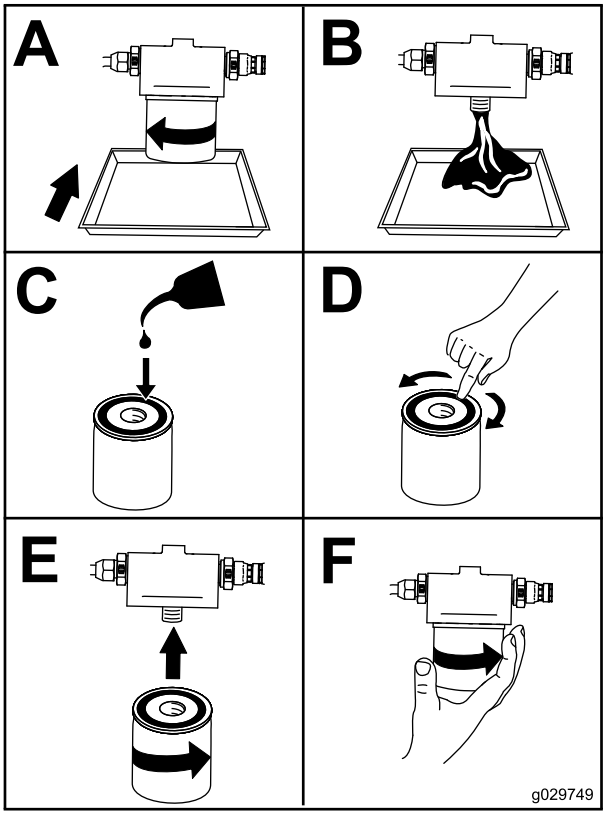

Figuur 47
7. Vervang het oliefilter (Figuur 47).